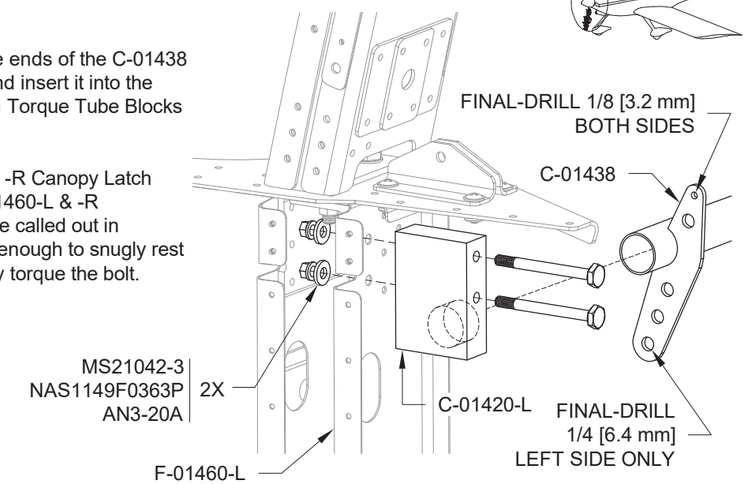

FIGURE 3: CANOPY LATCH TORQUE TUBE INSTALLATION
Step 10: Final-Drill the C-01438 Canopy Latch Torque Tube as shown in Figure 3.
Step 11: Lightly grease the the ends of the C-01438 Canopy Latch Torque Tube and insert it into the C-01420-L & -R Canopy Latch Torque Tube Blocks as shown in Figure 3.
Step 12: Bolt the C-01420-L & -R Canopy Latch Torque Tube Block to the F-01460-L & -R Intercostals using the hardware called out in Figure 3. Only torque the bolt enough to snugly rest against the plastic. Do not fully torque the bolt.